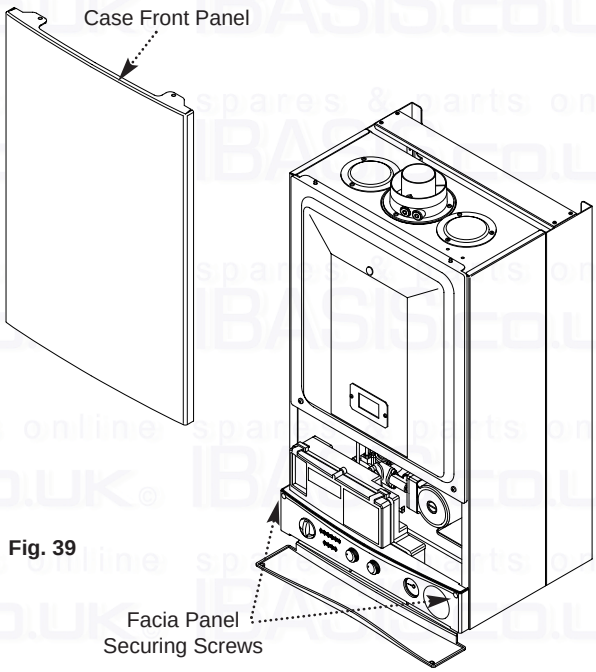

Fig. 39
5. Slacken the screws securing the facia panel. Lift the outercase panel so that its securing tabs are clear of the facia. Remove the panel, allowing the facia to hinge down (Fig. 39).